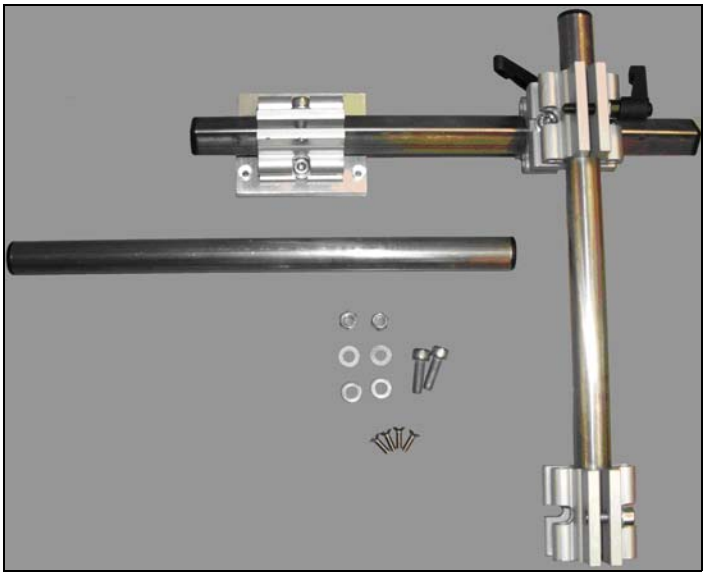

Figure 4-12: Printer Mounting Bracket
It is recommended to mount the printer to the side of the conveyor using the printer bracket (Figure 4-12).
- The upright pole of the bracket may be angled up to +/- 20 degrees from the vertical axis (Y axis in Figure 4-12) to accommodate inclined conveyors. This is a rotation of the printer about the Z axis, in the X-Y plane.